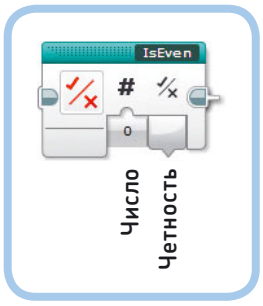

Рис. 15.29. Контейнер IsEven
В следующем примере вы создадите контейнер «Мой блок» с вводами и выводами, показанный на рис. 15.29. Контейнер **IsEven** определяет, является ли четным числовое значение на вводе **Число**. Если это так, логический вывод **Четность** передаст значение **Истина** (True); в противном случае — значение **Ложь** (False). Создайте блок, выполнив следующие шаги.
2. Выделите оба размещенных блока и выберите команду меню **Инструменты** ▸ **Конструктор Моего Блока** (Tools ▸ My Block Builder). Введите текст **IsEven** в качестве имени блока и выберите соответствующий значок, как показано на рис. 15.29.
3. Добавьте один числовой ввод и присвойте ему имя **Число** и один логический вывод с именем **Четность**. Выберите значки, как показано на рис. 15.29. Нажмите кнопку **Завершить** (Finish).